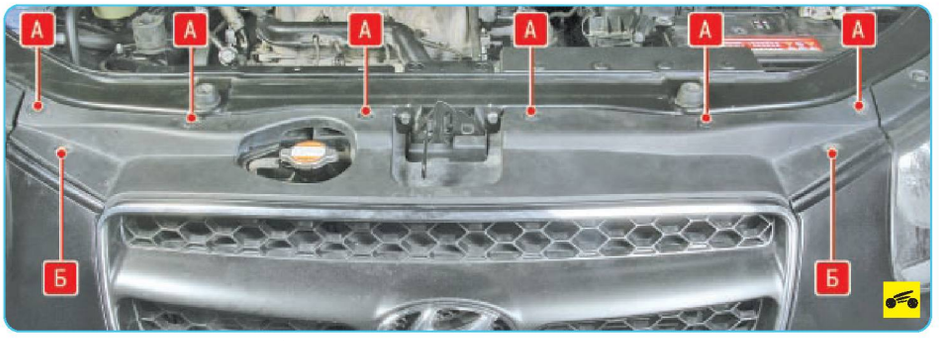

Рис. 11.3. Крепление переднего бампера к верхней поперечине рамки радиатора: А – пистон крепления; Б – гайка крепления
9. Отверните две гайки **Б** (рис. 11.3) крепления бампера.